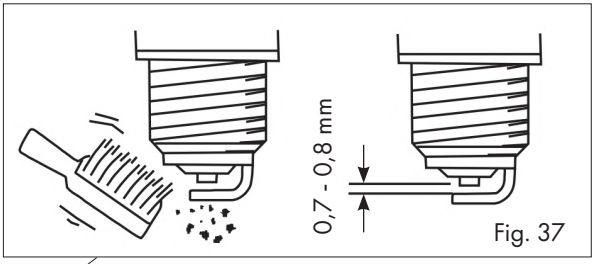

Fig. 37
- Controleer de elektrodenafstand en stel indien nodig bij tot de doelwaarde van 0,7-0,8 mm, Afb. 37.